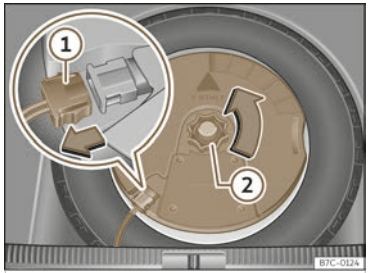

Fig. 244 In the luggage compartment: remove the subwoofer.
- Disconnect the subwoofer's speaker cable ››› Fig. 244 ①.
- Turn the securing wheel anti-clockwise ››› Fig. 244 ②.